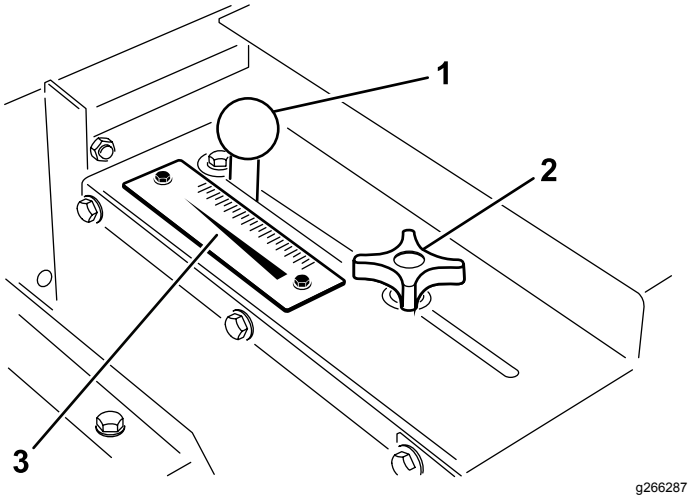

**Figur 19**
1. Løsne låseknotten (Figur 19) nok til at den kan gli fritt i sporet.
2. Sett lemknotten (Figur 19) i ønsket stilling og stram til låseknotten for å feste justeringen.
Bruk hastighetsskalaen (Figur 19) til å fastsette ønsket strømningshastighet. Se Hastighet for sandapplikasjon (side 18).